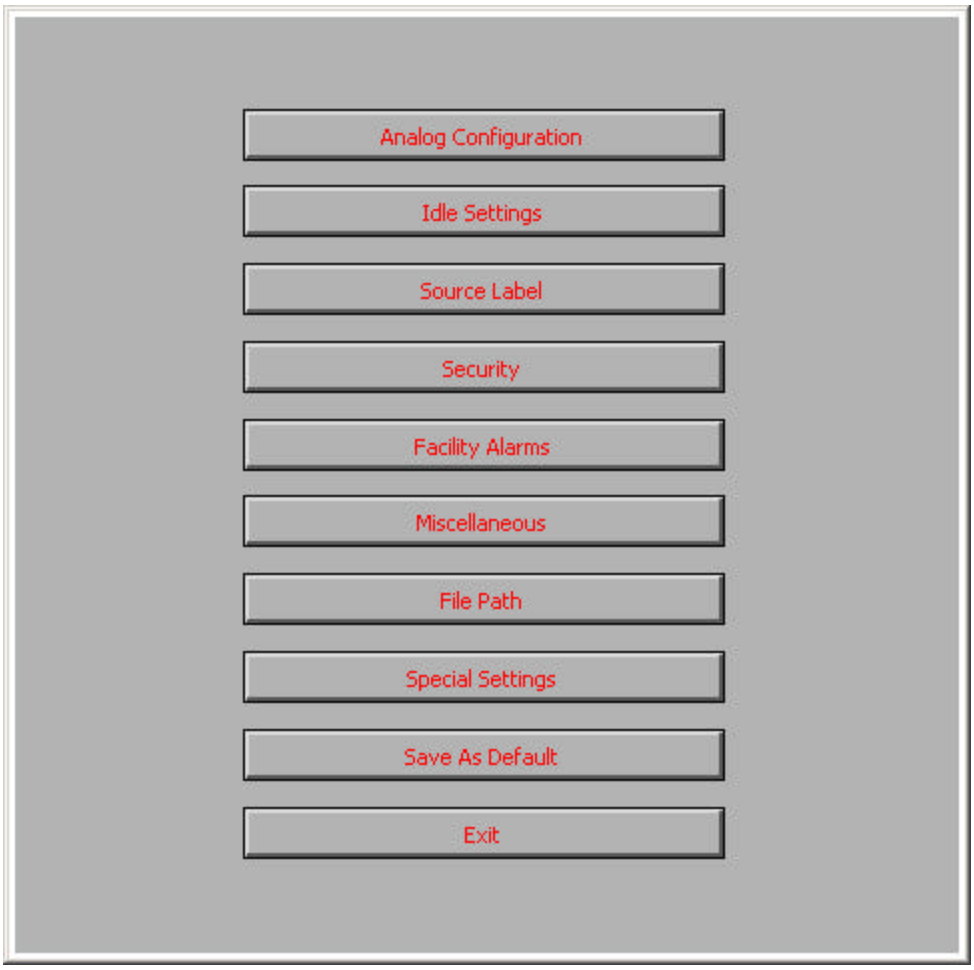

Figure 3.1. System Menu
3.1.1 From *Main Operation Screen*, go to the **Options** menu > **System**. The *System* menu (Figure 3.1) will appear.
3.1.9 Once you're back in the *System* menu, click on the **Save As Default** button and then the **Exit** button to implement changes made in screens accessed through the *System* menu (Figure 3.1).